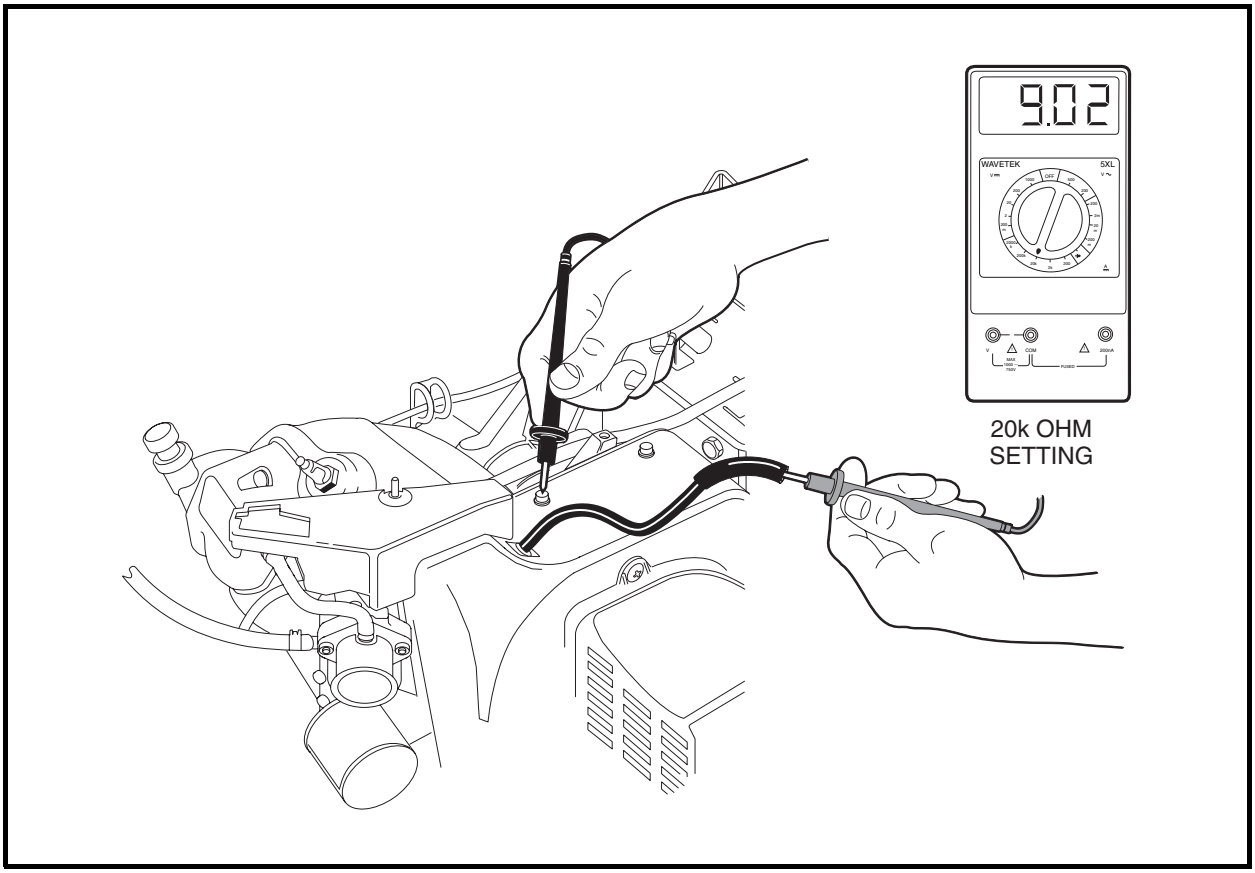

Figure 11-31 Secondary Coil Test Without Cap
5.1. Using a multimeter set to 20k ohms, place the red (+) probe of the meter into the end of the spark plug wire and place the black (–) probe on a clean unpainted surface of the engine or frame **(Figure 11-31, Page 11-31)**. If the resistance is between 6.0k - 11.0k ohms, the secondary coil is within acceptable limits. If the resistance is not between 6.0k - 11.0k ohms, bench test the ignition coil. **See Test Procedure 16B – Ignition Coil – Bench Test on page 11-32.**